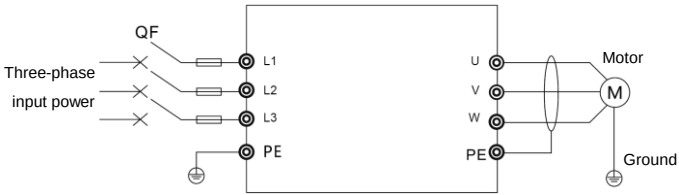

Fig. 4-1 Wiring diagram of commissioning
(1) Before connecting input power supply to the inverter, confirm that the power supply voltage is within the rated input voltage range of the inverter.
(2) Wire according to Figure 4-1;
(3) After confirming that the wiring is correct, the inverter is powered on and displays “H-Y” and then “50.00”.
(4) Control mode selection, P00.00 = 0, V / F control mode;
(5) Command source selection, P00.01 = 0, keyboard control;
(6) Frequency source selection, P00.02 = 0, the keyboard digital setting, and set the preset frequency P00.08 = 0.0;
(7) Press the key “ ” to start the inverter, the inverter output frequency is 0, the keyboard display “0.0”
(1)Wire the inverter as shown in Figure 4-1, confirm that the wiring is correct and then switch on.